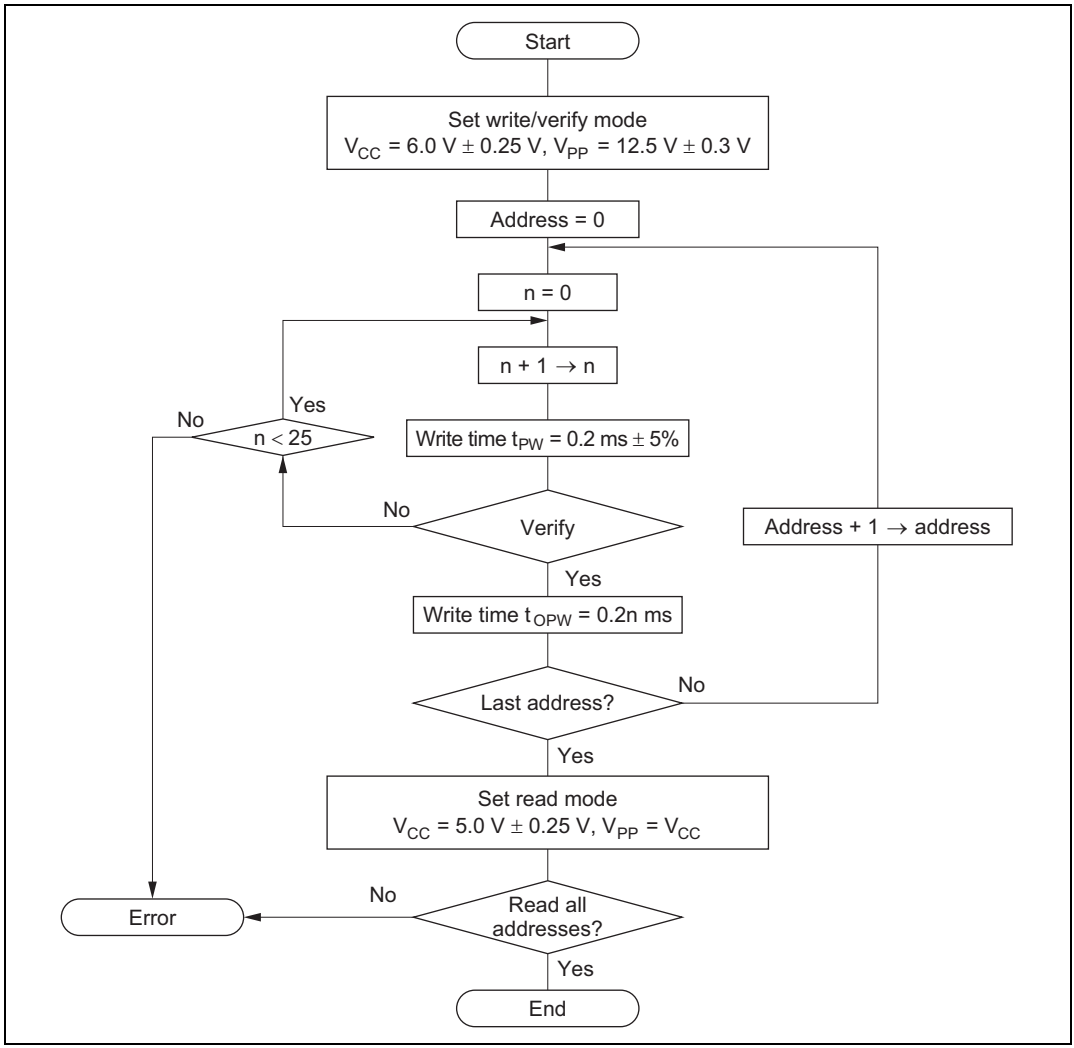

Figure 6.4 High-Speed, High-Reliability Programming Flowchart
An efficient, high-speed, high-reliability method is available for writing and verifying the PROM data. This method achieves high speed without voltage stress on the device and without lowering the reliability of written data. The basic flow of this high-speed, high-reliability programming method is shown in figure 6.4.
3. t_{OPW} is defined by the value given in figure 6.4, High-Speed, High-Reliability Programming Flow Chart.